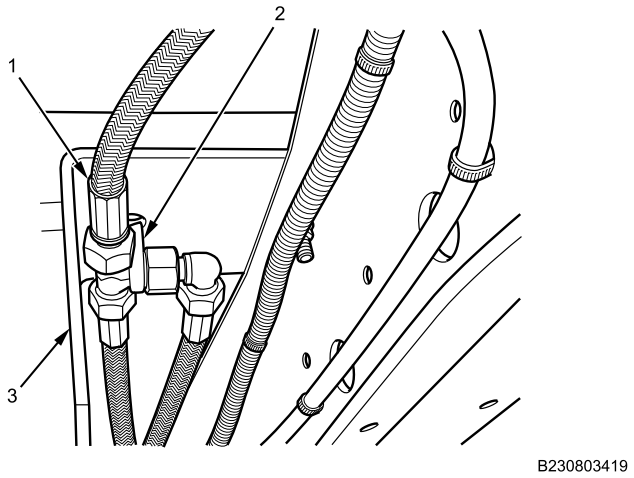

Figure 7. Air Brake Quick Release Valve Mounting Bracket.
5. Secure FSS manifold (Figure 7, Item 1) to air brake valve mounting bracket (Figure 7, Item 3) with new cable lock strap (Figure 7, Item 2).